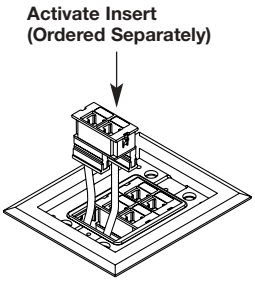
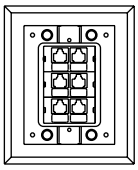

Figure 3
Figure 4
3. Snap Activate inserts in Activate bezel (see Figure 3). Cat 5 inserts must be snapped in the following manner (see Figure 4). All other inserts may be snapped in any order.